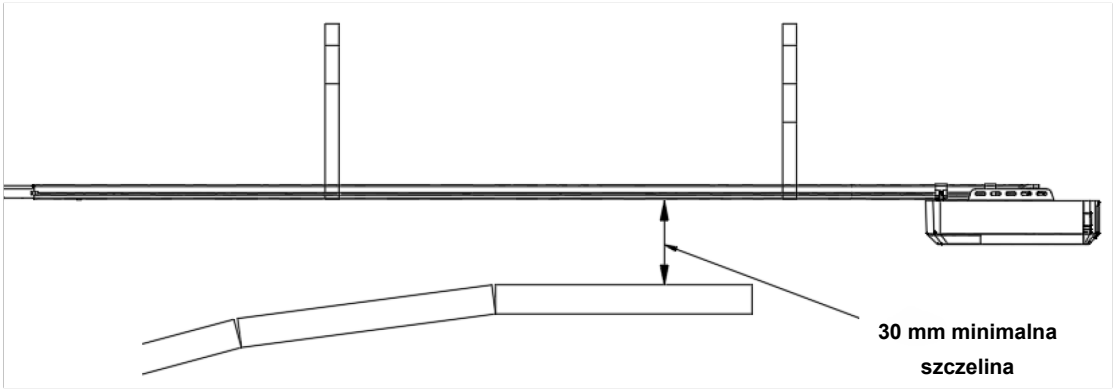

Rys. 1
5. Minimalna szczelina między dolną częścią szyny napędowej a górną częścią bramy garażowej to 30mm. (patrz rys. 1.)